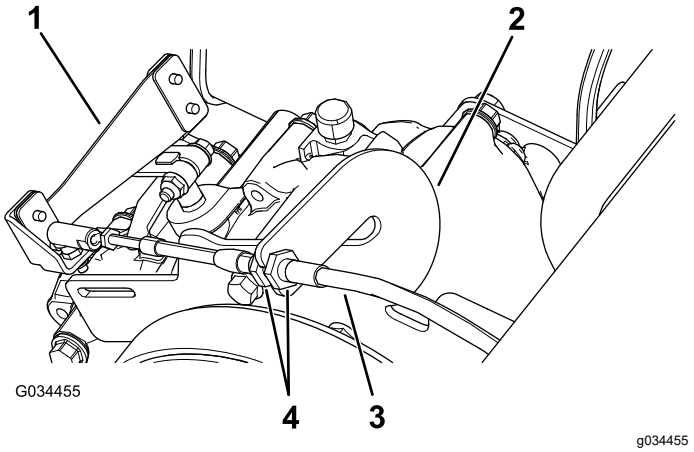

Figuur 61
1. Draai de contramoeren op de schakelkabel los en stel ze af zoals vereist (Figuur 61).
2. Test de stand van de schakelhendel door deze naar de 3 standen te draaien; controleer of de schakelhendel (Figuur 61) naar behoren schakelt wanneer u de hendel beweegt; zie Schakelhendel en schakelindicator (bladz. 13).